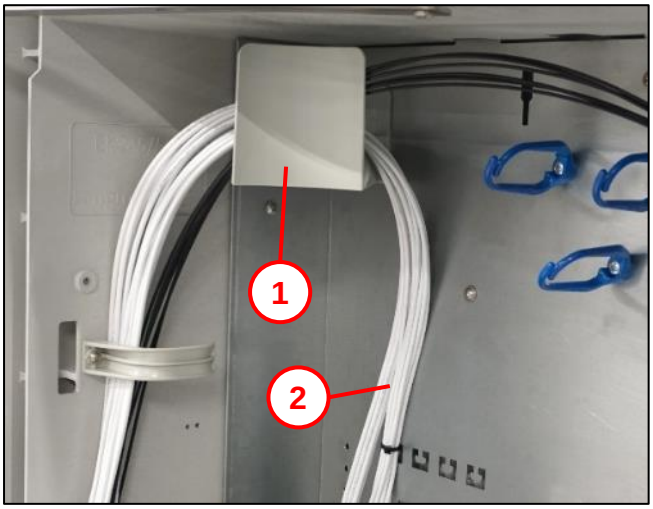
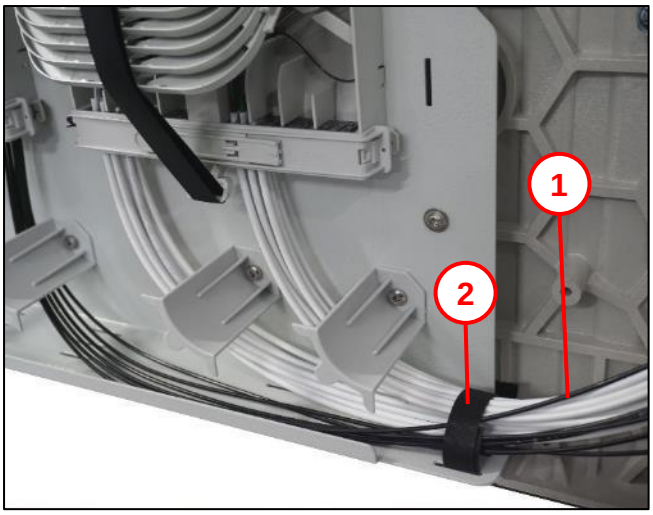

Abb. 17
Abb. 18
- Schutzschläuche **(2)** ablängen von 5mm unterhalb der Zugbügel **(3)** bis zur vorgeschriebenen Länge im UFMS (Kapitel 11) führen (siehe auch Abb. 17 und Abb. 18).
- Schutzschläuche **(4)** ablängen von 5mm unterhalb der Zugbügel **(5)** bis zur vorgeschriebenen Länge im UFMS (Kapitel 11) führen (siehe auch Abb. 17 und Abb. 18).